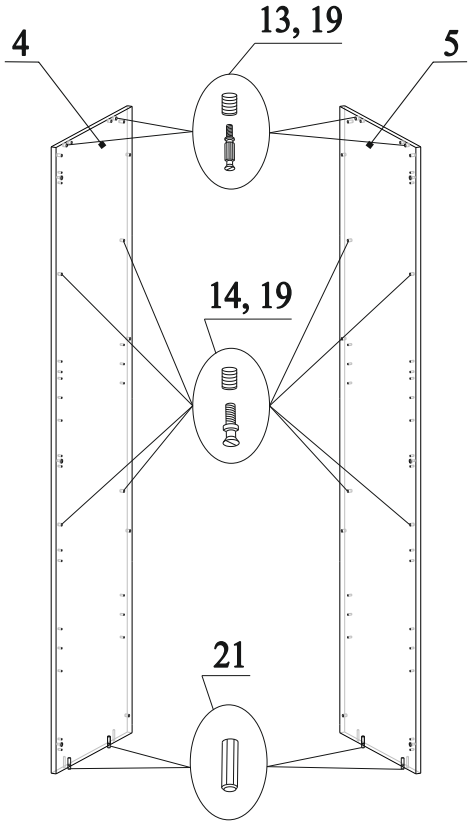

Рис.4
6. В отверстия на деталях 4 и 5 вбить муфты 19 и вкрутить в них дюбеля 13 (рис.4);
7. В отверстия на деталях 4 и 5 вбить муфты 19 и вкрутить в них дюбеля 14 (рис.4);
8. В нижний торец деталей 4 и 5 вставить шканты 21 (рис.4);